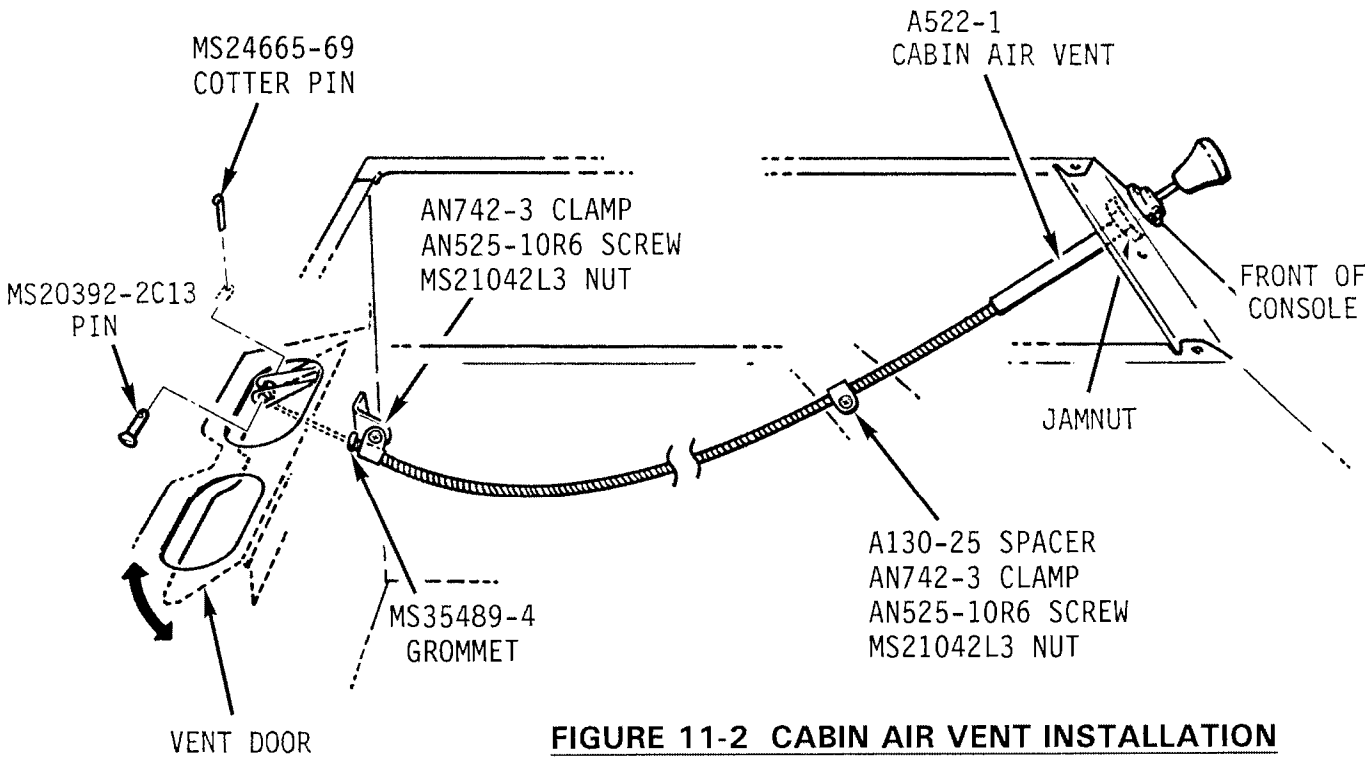

FIGURE 11-2 CABIN AIR VENT INSTALLATION
11.210 Cabin Air Vent Removal (See Figure 11-2)
11.220 Cabin Air Vent Cable Installation (See Figure 11-2)